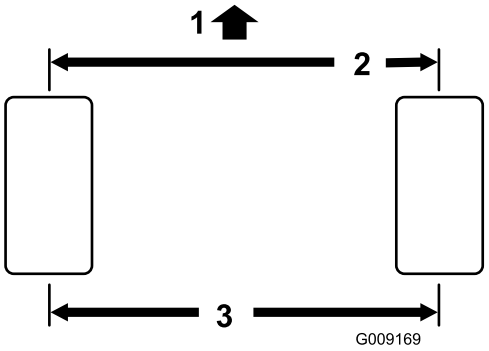

Figura 56
2. Misurate l'interasse (all'altezza dell'assale) sulla parte anteriore e posteriore dei pneumatici di sterzo (Figura 56).